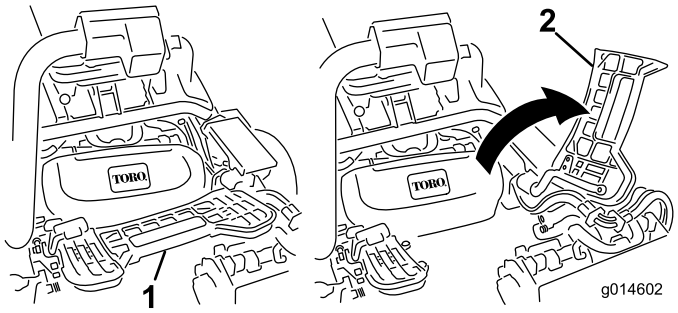

Figur 11
7. Skal du montere den midtre klippeenheten, må du løfte opp fothvileren og svinge den opp, slik at det er mulig å komme til stillingen til den midtre klippeenheten (Figur 11).